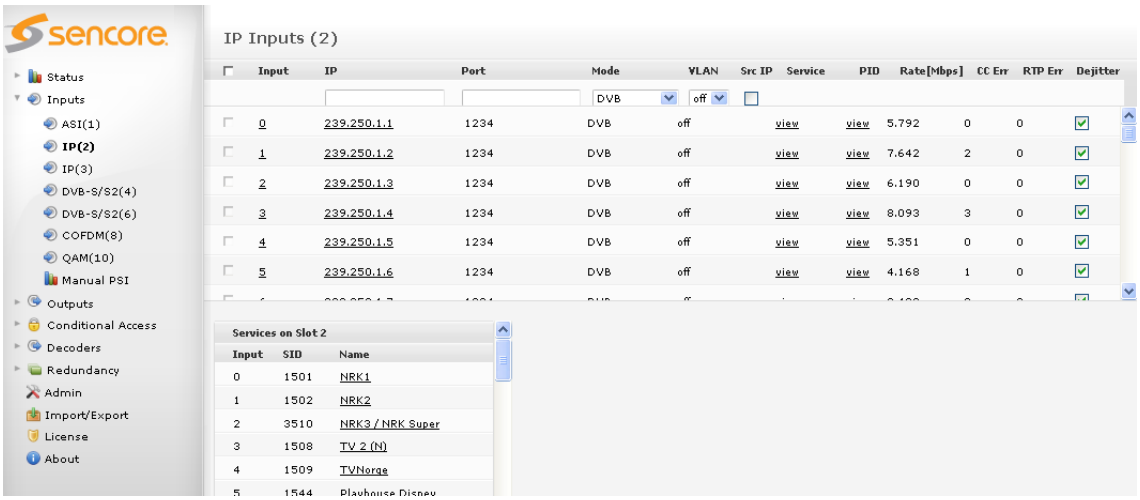

Figure 5.28 - IP Input
- Select the IP input module you want to configure and the module configuration window will be displayed (see Figure 5.28). Services available on all inputs will be listed in this view.